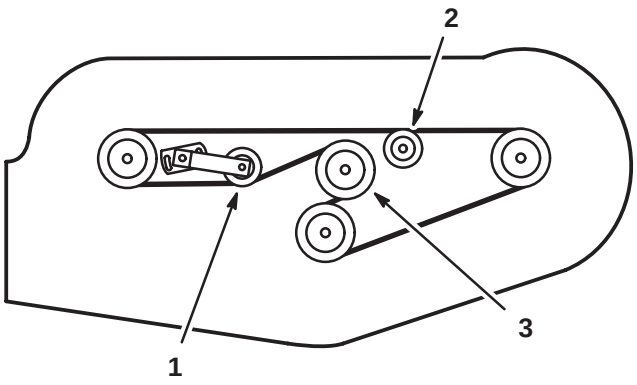

Figure 37
5. Install the new belt around the gear box pulley, spindle pulleys, stationary idler pulley, and adjustable idler pulley (Fig. 37).